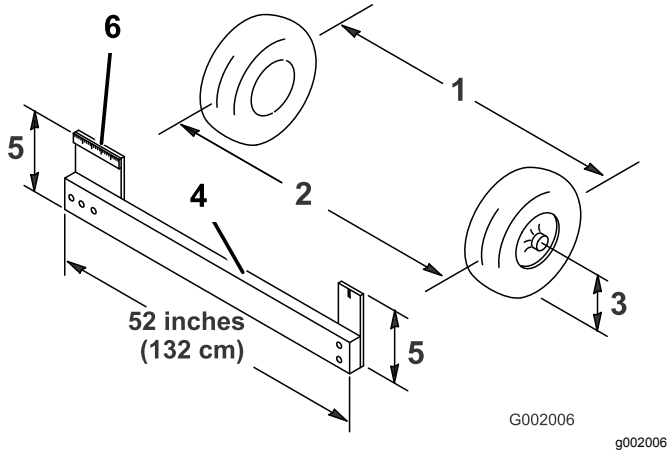

Figur 48
4. Mät avståndet mellan de båda framhjulen vid axelhöjd, både framtill och baktill på hjulen (Figur 48).
Obs: En fixtur eller en justeringsmätare behövs för det bakre måttet på framhjulen vid axelns höjd. Använd samma fixtur eller justeringsmätare för att noggrant mäta framdelen på framhjulen vid axelhöjd (Figur 48).